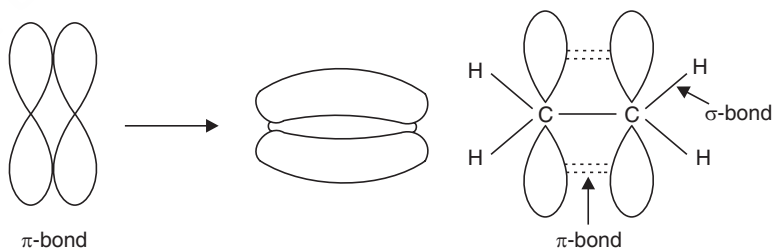

Fig. 2.10 Ethylene molecule.
Lateral overlapping of the two 2*p* orbitals of two C-atoms leads to the formation of a weak bond known as π-bond (See Fig. 2.10).
- Four sigma bonds are formed due to overlapping of sp^2-*s* orbitals and one out of sp^2-sp^2 overlapping. Residual 2*p* orbitals of each sp^2 hybridised C-atom overlap laterally to form a π-bond (Fig. 2.10).